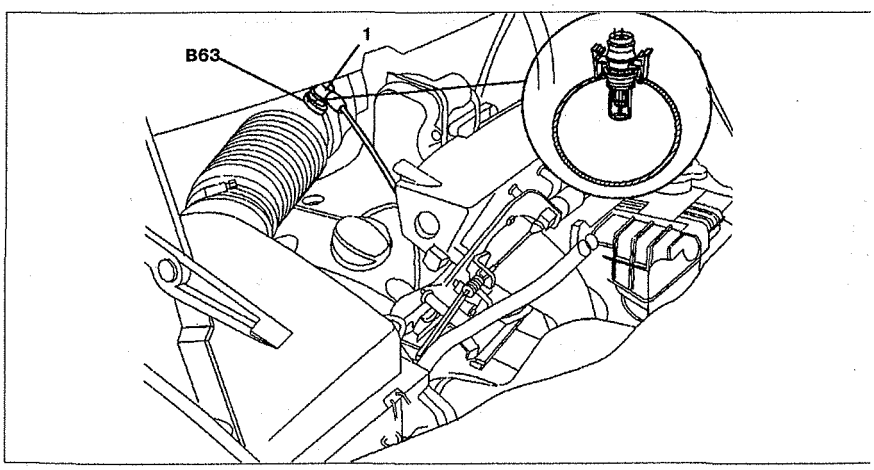

Рис. 2.129. Датчик температуры входящего воздуха:
2. Снимите датчик температуры входящего воздуха **B63** (см.рис. 2.129). Для этого сожмите крепежные выступы датчика.